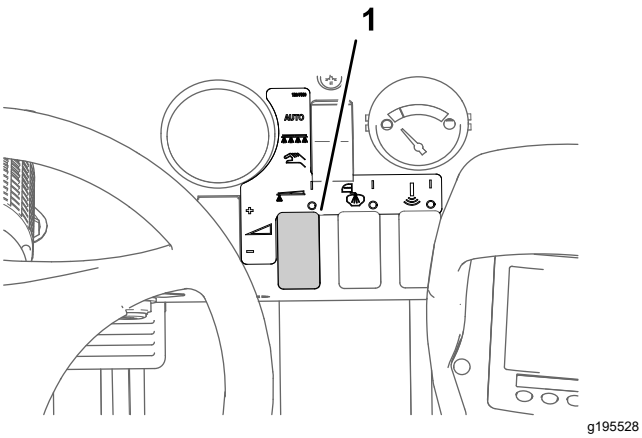

Figur 47
8. Använd spruthastighetsomkopplaren för att erhålla önskat tryck enligt anvisningarna i munstycksguiden som medföljer grässpridaren (Figur 47).